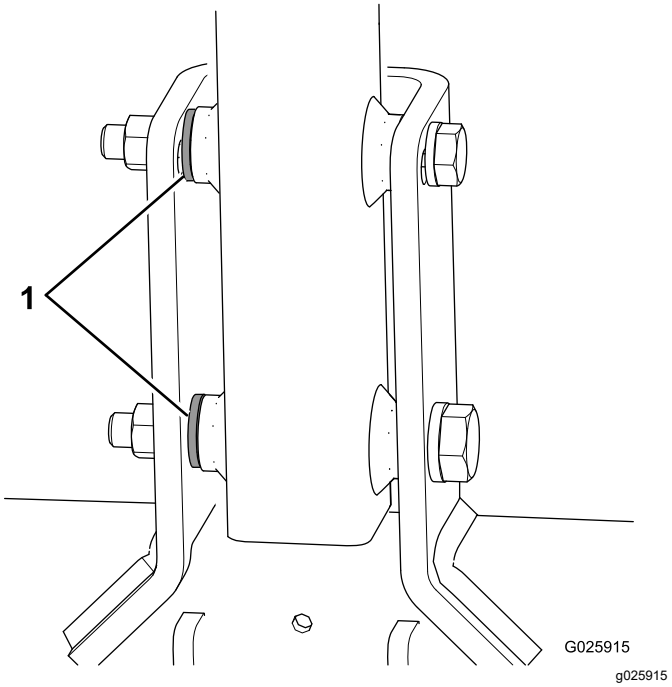

Figuur 6
- Als er bij uw machine een derde ring bij elke bout is geleverd, gebruik deze ringen dan als afstandsstuk tussen de trekhaak en de binnenkant van de draaibeugel van de trekhaak (Figuur 6).